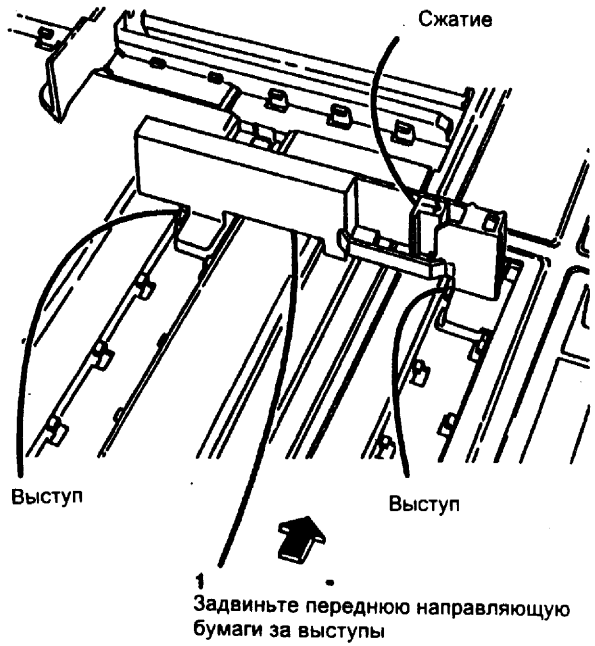

Рис. 1 Передняя направляющая бумаги
2. (Рис. 1) Установите переднюю направляющую бумаги в указанное положение.